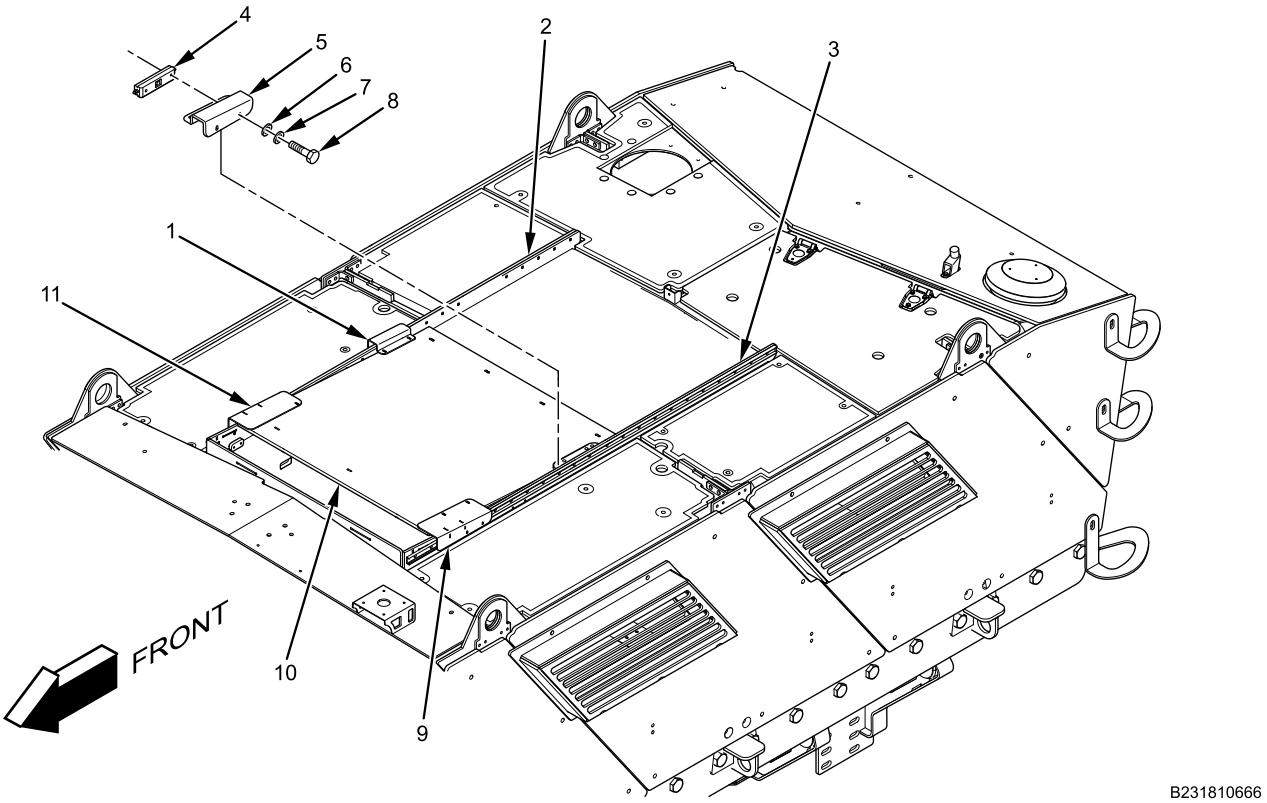

Figure 1. Gunner Hatch Sliders.
1. Partially open gunner hatch (Figure 1, Item 10).
2. Remove four bolts (Figure 1, Item 8), flat washers (Figure 1, Item 7), lockwashers (Figure 1, Item 6), and rear gunner hatch sliders (Figure 1, Item 4) from rear brackets (Figure 1, Item 1 and 5). Discard lockwashers.
3. Move rear gunner hatch sliders (Figure 1, Item 4) rearward and out through ends of gunner hatch rails (Figure 1, Item 2 and 3).
4. Remove four bolts (Figure 1, Item 8), flat washers (Figure 1, Item 7), lockwashers (Figure 1, Item 6), and front gunner hatch sliders (Figure 1, Item 4) from front holder brackets (Figure 1, Item 9 and 11). Discard lockwashers.
5. Move front gunner hatch sliders (Figure 1, Item 4) rearward and out through ends of gunner hatch rails (Figure 1, Item 2 and 3).